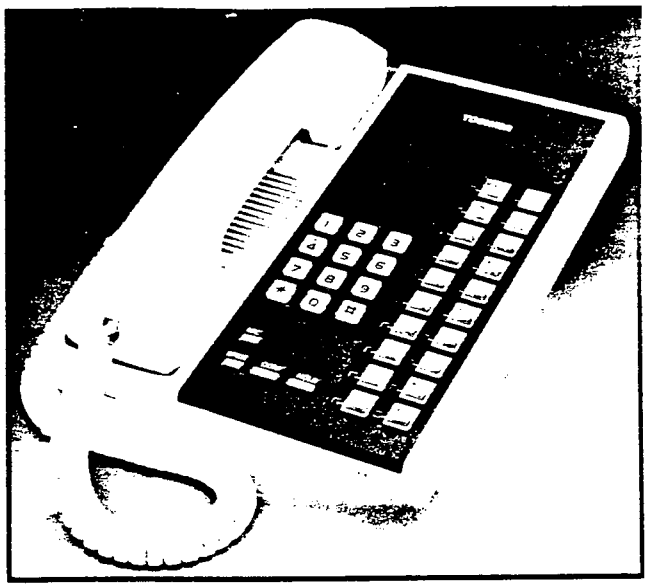

FIGURE 12—20-button ELECTRONIC TELEPHONE
4) 20-button electronic telephone (Figure 12): Also available in two models, speakerphone or handsfree answerback.